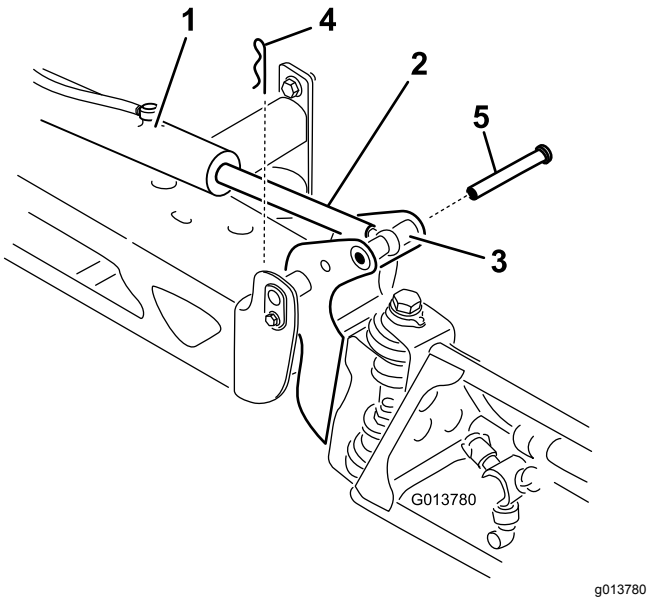

Figura 64
2. Retire el pasador de horquilla del pasador de giro (Figura 64).
3. Levante el brazo y retire el pasador (Figura 64). Baje el brazo lentamente al suelo.
8. Eleve el brazo para alinear el pivote con el émbolo del actuador. Sujetando el brazo, introduzca el pasador a través del pivote del brazo y del émbolo del actuador (Figura 64).